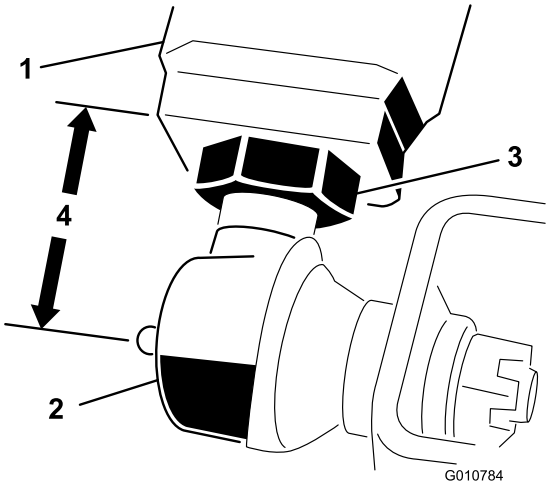

Figura 5
2. Misurate la distanza dall'estremità di ogni braccio di sollevamento al centro del giunto sferico (raccordo d'ingrassaggio). La distanza dovrebbe essere di circa 57 mm (Figura 5).